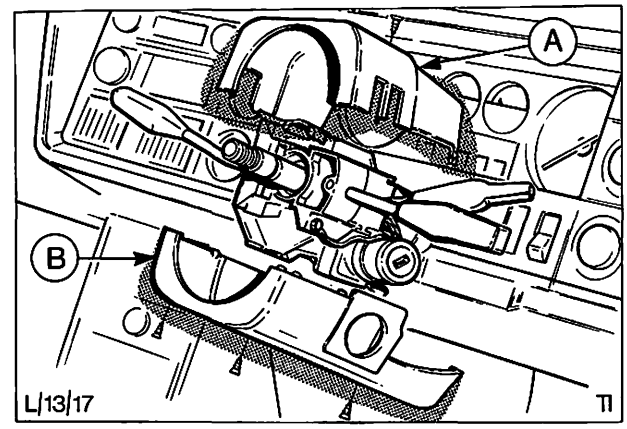

Abb. 76 Lenksäulenverkleidung
5. Obere und untere Hälfte der Lenksäulenverkleidung ausbauen, siehe Abb. 76.